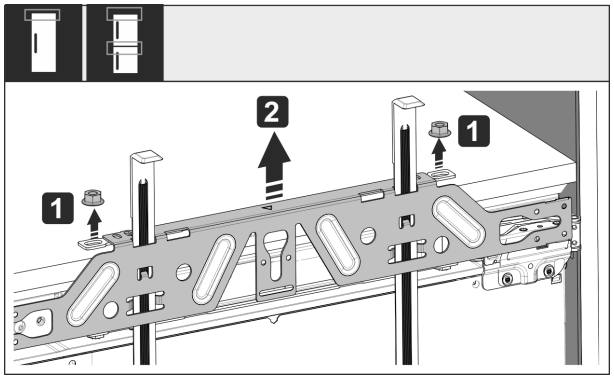

Fig. 53
▶ Atskrūvējiet kontruzgriežņus *Fig. 53 (1)*.
▶ Noņemiet stiprinājuma šķērsi *Fig. 53 (2)*.